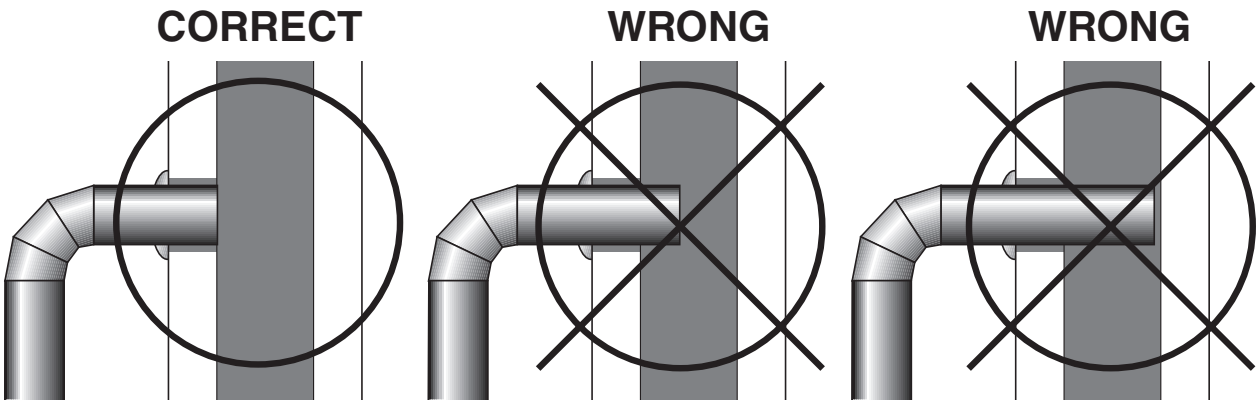

Fig. 14 – Stovepipe/Flue Connections
4. The pipe cannot extend into the chimney flue (see figure 14).
6. It is recommended that no more than two (2) 90 degree bends be used in the stovepipe installation. The use of more than two 90 degree bends may decrease the amount of draw and possibly cause smoke spillage. Where possible, use only corrugated (nonadjustable) elbows. These provide a better seal.
7. The connector pipe must not pass through an attic or roof space, trusses, closet, or any concealed space, or floor, ceiling, wall or combustible construction. (See Chimney Connector Systems & Clearances, page 15). A UL 103 HT (US)/ULC-S629 (CDN) listed chimney must be used from the first penetration of ceiling or wall to the chimney cap.
2. Install a metal or fire clay (5/8″/16mm minimum thickness) thimble. Make sure the thimble is flush with the inner surface of the chimney liner and does not protrude into the flue (see figures 14 & 15 on pages 10 & 11).
4. Install the stovepipe into the thimble as far as possible without extending past the flue lining (see figures 14 & 15 on pages 10 & 11).